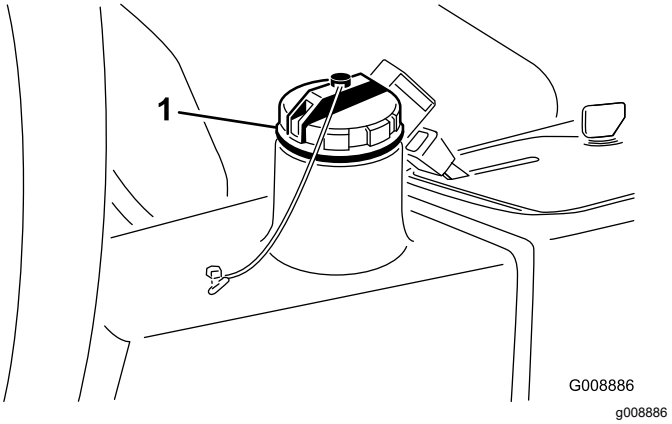

Figuur 80
4. Vul het reservoir (Figuur 80) met ongeveer 13,2 liter hydraulische vloeistof; zie Hydraulische vloeistof controleren (bladz. 25).